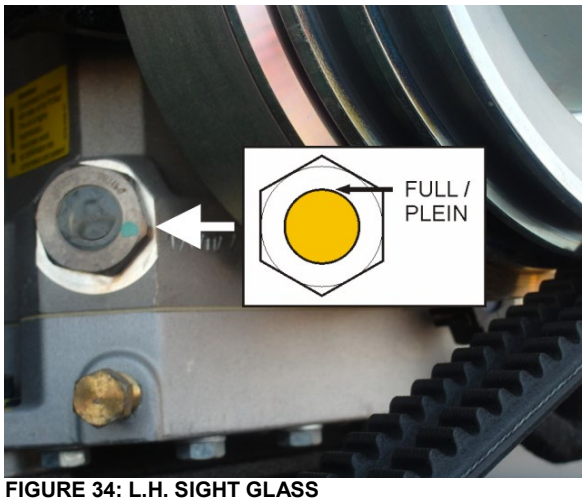

FIGURE 34: L.H. SIGHT GLASS
- L.H. sight glass: the full sight glass height (Figure 34).